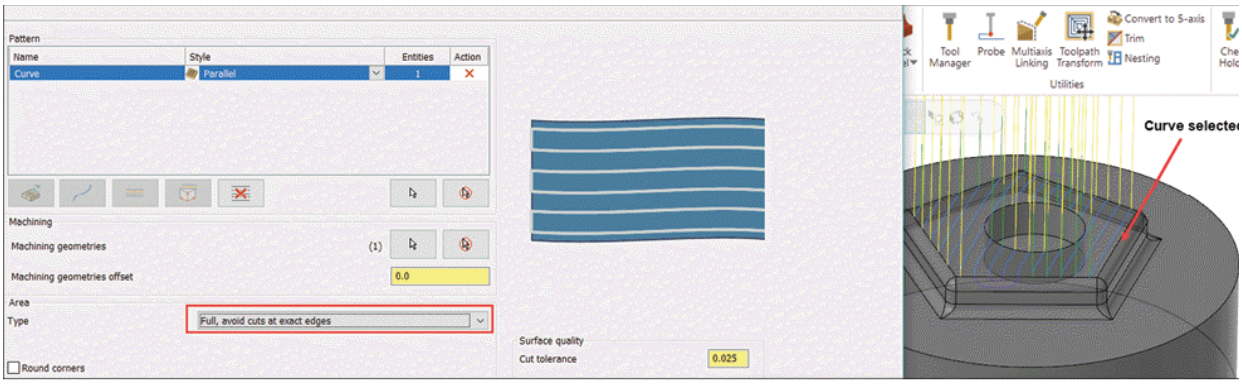

Figure-20. Cutting passes parallel to selected curve
- Select the **Parallel** option from the **Style** drop-down for selected curve to make cutting passes parallel to selected curve; refer to Figure-20. Similarly, you can use the **Perpendicular** option from the drop-down to create cutting passes perpendicular to selected curve. Select the **Project** option to machine only projection of selected curve of the model surface.